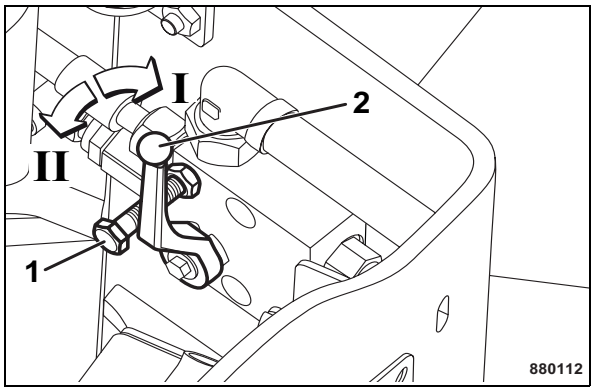

Fig. 109
- Switch the ball valve (2) (Fig. 109) back to position "I", turn the locking screw back in and counter it with the hexagon nut (only AC-machines).